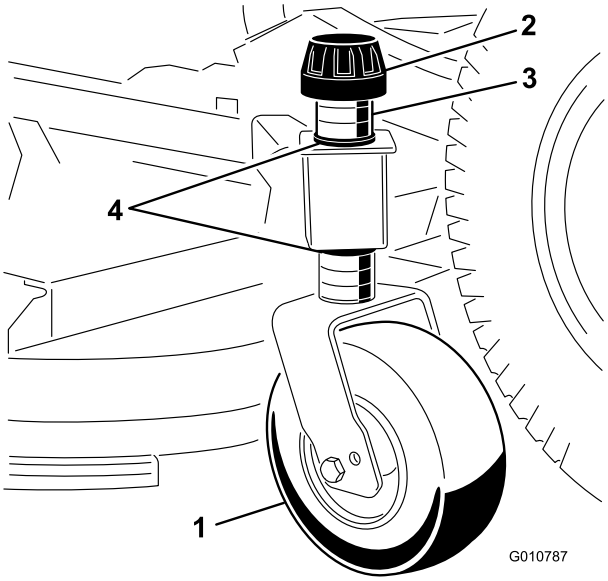

Figura 9
1. Rimuovete il cappuccio di tensione che fissa la ruota limitatrice alle staffe dell'apparato di taglio (Figura 9).